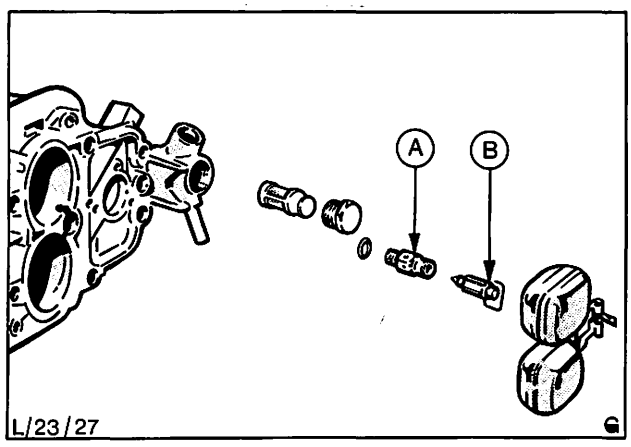

Abb. 72 Gehäuse – Schwimmernadelventil zerlegt
8. Schwimmerachse heraustreiben, Schwimmer entfernen und Schwimmernadelventil herausziehen, Abb. 72.
14. Schwimmernadelventil, Schwimmer und Schwimmerachse einsetzen, Abb. 72.